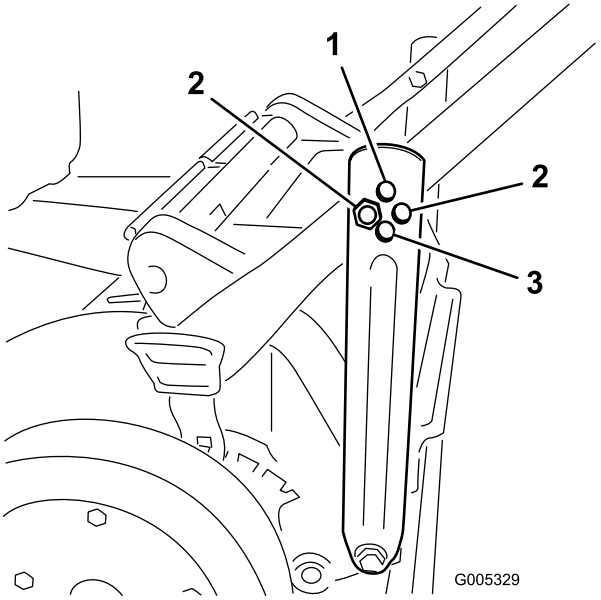

Bild 5
2. Stecken Sie die Schraube durch das Loch an jedem Griffbügel, mit dem der Griff in die gewünschte Stellung gebracht wird, und ziehen Sie die Schraube fest (Bild 5).